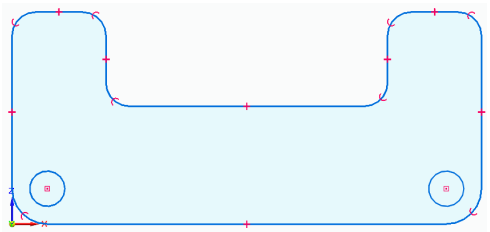

***Figure 2-52*** *Final sketch of the model*
7. Move the cursor over the center point of the lower right fillet and click when the concentric relationship handle is displayed. The final sketch of the model is shown in Figure 2-52.